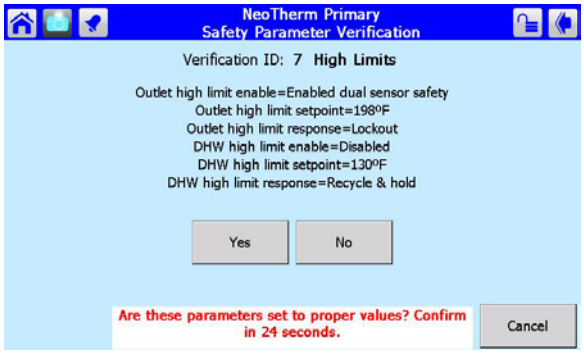

Fig. 46 - Safety Parameter Confirmation
5. Once you are done changing safety parameters, press Confirm. The system will present a listing for each group of parameters which includes a changed safety parameter. See Fig. 46.